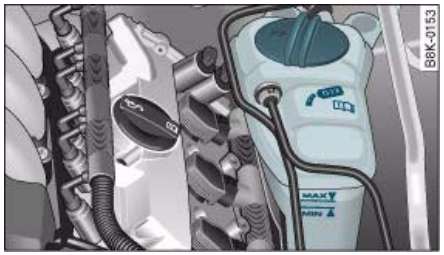

Fig. 257 Engine compartment: Markings on radiator expansion tank
– Read off coolant level on radiator expansion tank ⇒ fig. 257. When the engine is cold it should be between the "MIN" and "MAX" marks. When the engine is hot it may be slightly above the "MAX" mark.
– Cover the cap on the expansion tank ⇒ fig. 257 with a cloth, and **carefully** unscrew the cap anti-clockwise ⇒ ⚠.